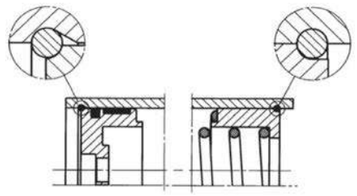

Fig. 9 – Position of locking ring
7 Fit the locking ring (27) into the locking groove in the cylinder and then reduce the load very gradually until the locking ring has gripped the spring guide (see Fig. 9). Make sure that the spring guide is not misaligned in the cylinder.